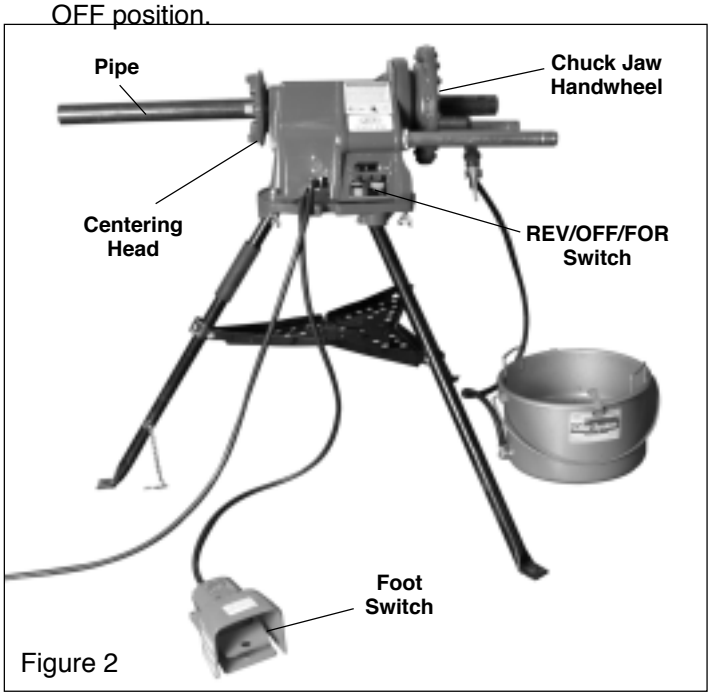

Figure 2
5. Place foot on FOOT SWITCH (Figure 2) to operate machine.